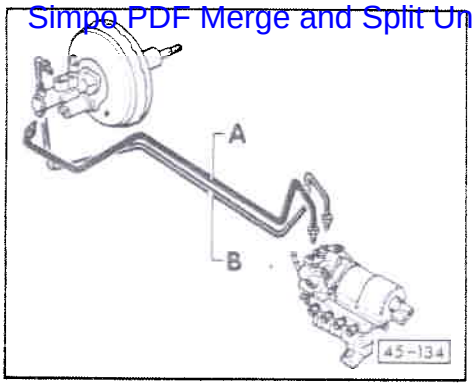

Fig 1 **Conduites de frein : raccordement sur le maître-cylindre tandem et sur l'unité hydraulique pour ABS**
- ♦ Raccordement sur véhicules avec ABS => fig. 1